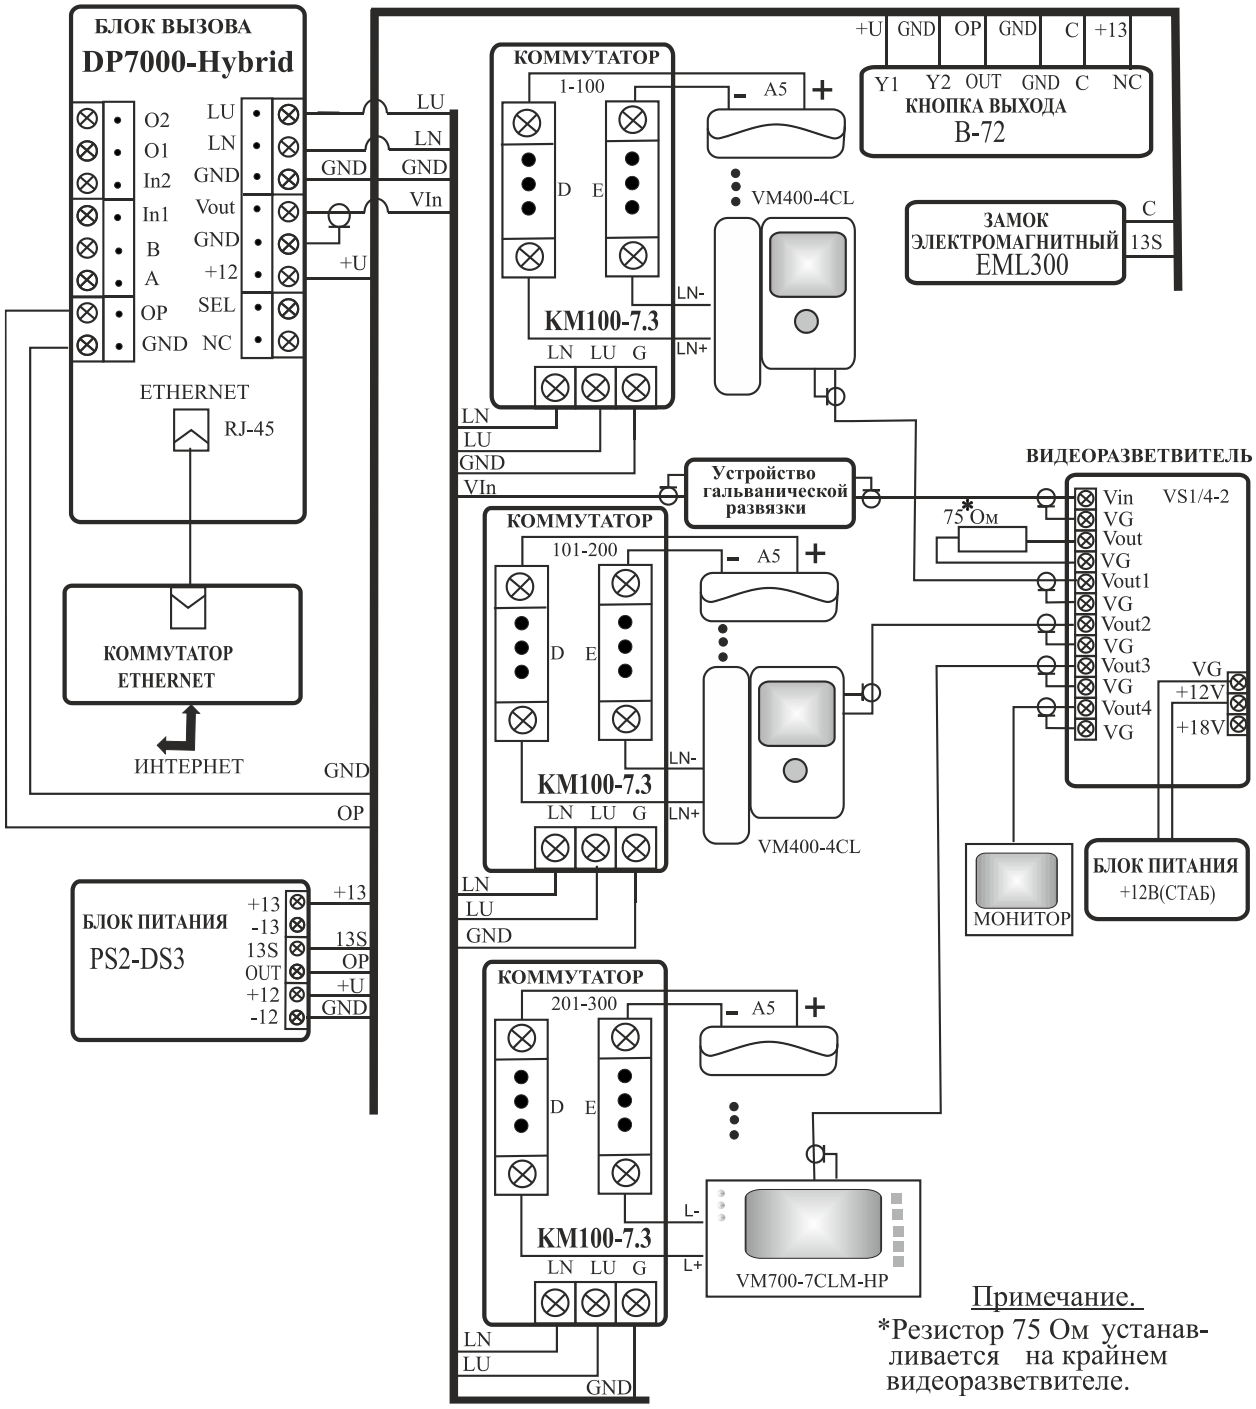

Рис.6 Подключение одного БВ к КМ100-7 с УГР
- Рис.6 Подключение одного БВ к КМ100-7 с УГР.
- для **KMF-4.1** (рис.6) клемма «+» АУ – к шине десятков D0..D3 коммутатора, клемма «-» – к шине единиц E0..E3 коммутатора.
- для **KMF-6.1** (рис.6) клемма «+» АУ – к шине десятков D0..D5 коммутатора, клемма «-» – к шине единиц E0..E5 коммутатора.